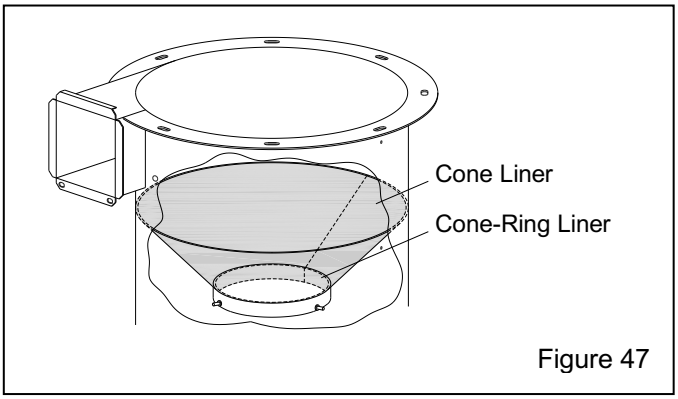

Figure 47
**7.12.13** The cone liner and cone-ring liner, shown in Figure 47, are glued onto the inner cone. Pull off the liners to remove them.